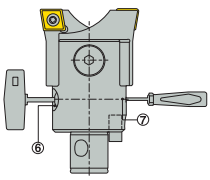
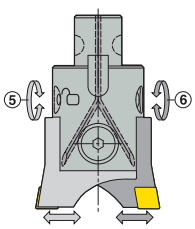

Рис.4 Отсоединение соед. механизма
Рис. 5 Независимая регулировка
Для независимой настройки диаметров резцовых вставок, соединительный механизм между ними должен быть отсоединен отпусканием зажимного винта (7) на один оборот (используйте отвертку для винтов torx - Torxplus), надежно удерживайте регулировочный винт (6) (Рис. 4). Механизм независимой регулировки: регулировочные винты (5) и (6) независимо управляют перемещением каждой из резцовых вставок (Рис. 5).